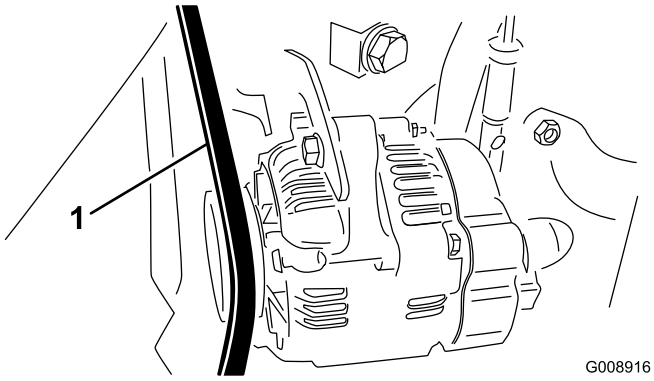

**Figur 69**
2. Kontroller tilspændingen ved at trykke ned på generator-/ventilatorremmen midtvejs mellem remskiverne på generatoren og krumtapakslen med en belastning på 10 kg (30 Nm) (Figur 69).